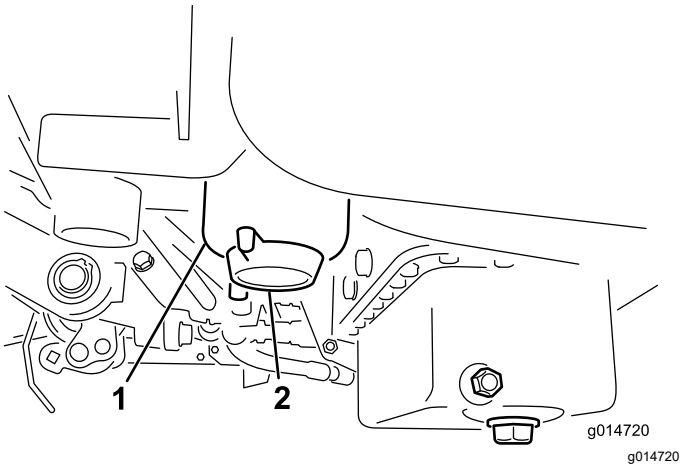

Figuur 31
3. Open de aftapplug op het brandstoffilter ongeveer één slag en tap eventueel water af (Figuur 31).